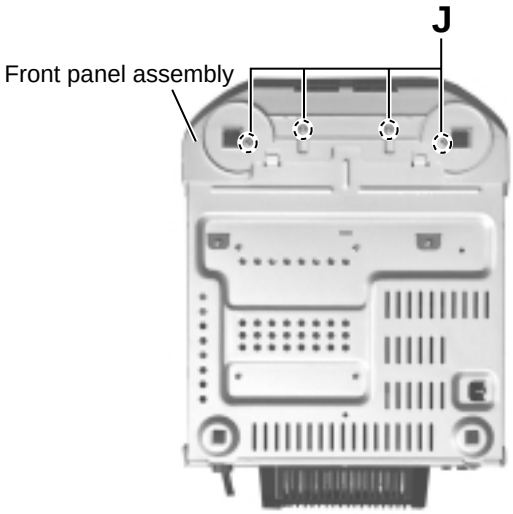

Fig.8
■Removing the front panel assembly (See Fig.8 to 10)